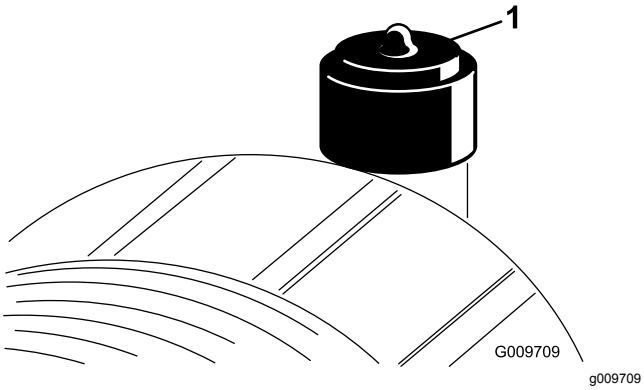

Figur 42
- Byt ut luftrenarinsatsen när luftrenarindikatorn (Figur 42) är röd. Rengör inte luftfilterinsatsen för noga.